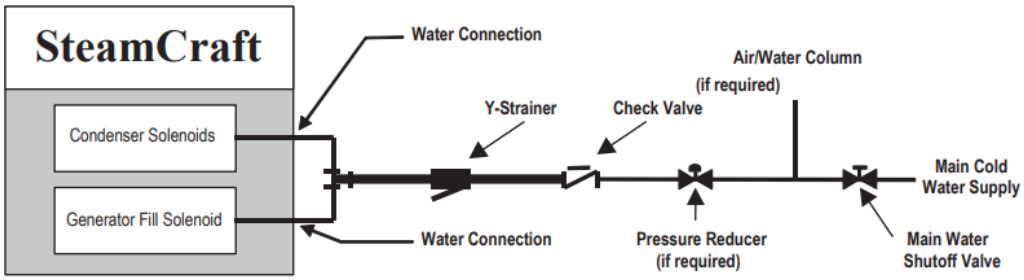

Figure 3-2 Cleveland Range Single Water Supply Arrangement
b) If the static pressure is above 60 psi, a pressure regulator must be used and set at approximately 50 psi. Pressure above 60 psi can damage solenoid valves. See Figures 3-2 and 3-3.
c) If the supply water meets the requirements shown in the Warranty, then the Single Water Supply Arrangement shown in Figure 3-2 may be used.